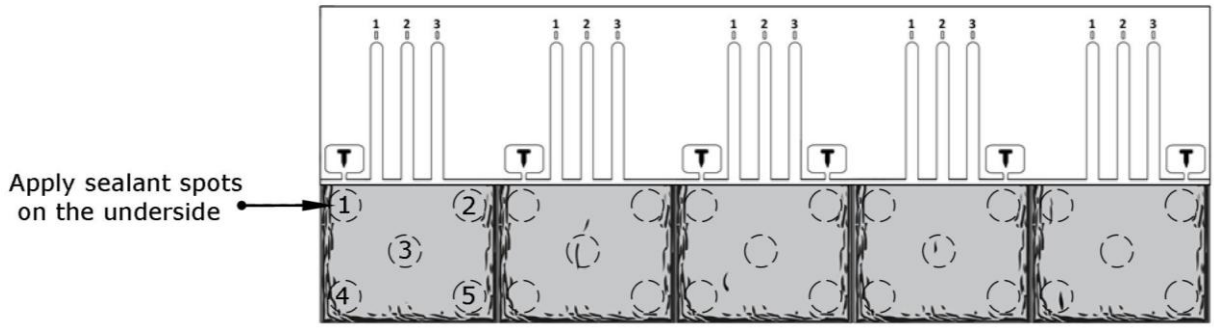

FIGURE 5 - Sealant Spots
- Apply ***five 1" (25mm) diameter*** sized spots behind every tab, (total of 25 spots per full shingle). See **Figure 5**.